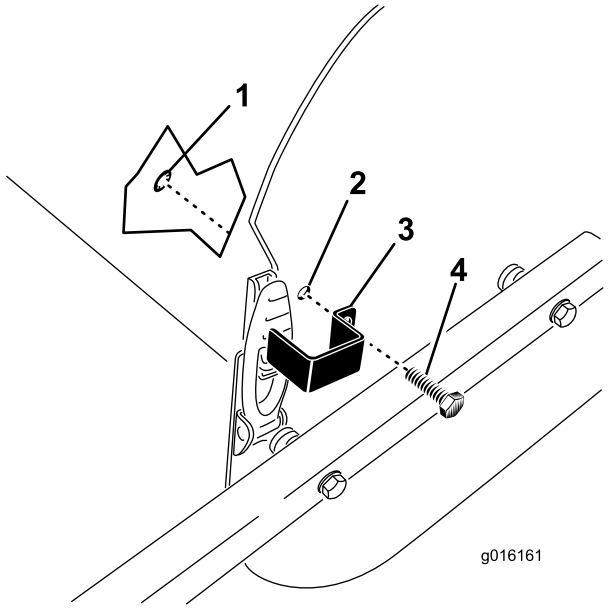

Figur 31
1. Placera låsplattan över motorhuvsspärren och passa in monteringshålet med hålet i sidoplåten (Figur 31).
2. Säkra låsplattan vid sidoplåten med en skallskruv och en fästring (Figur 31).